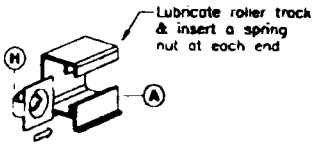
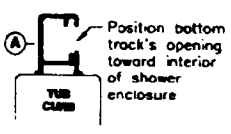

figure 3a
figure 3b
Insert a spring nut (H) into each end of Bottom Track (A) (see fig. 3a & exploded view - sht 1) and position track on tub curb with it's opening toward interior (see fig 3b).